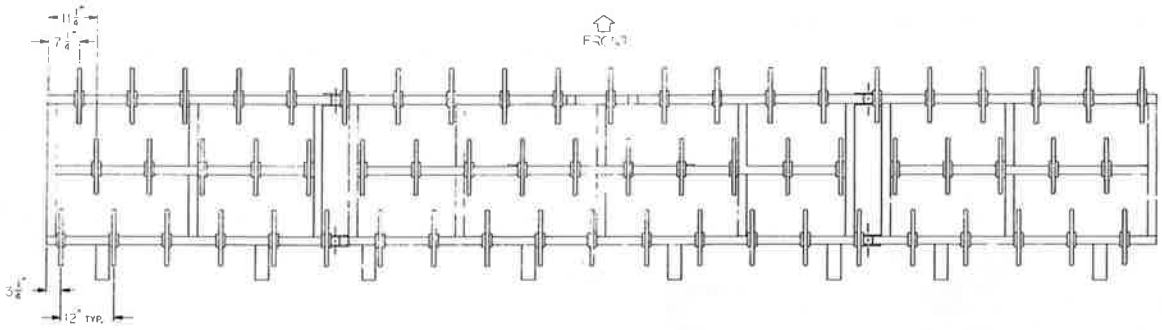

FIGURE 4-14
7. Raise the scratcher with the lift bar cylinder and mount the Danish tines according to the locations pictured in Figure 4-14. Use 1/2" x 3 1/2" H.H.C.S. bolts, lockwashers and nuts provided.